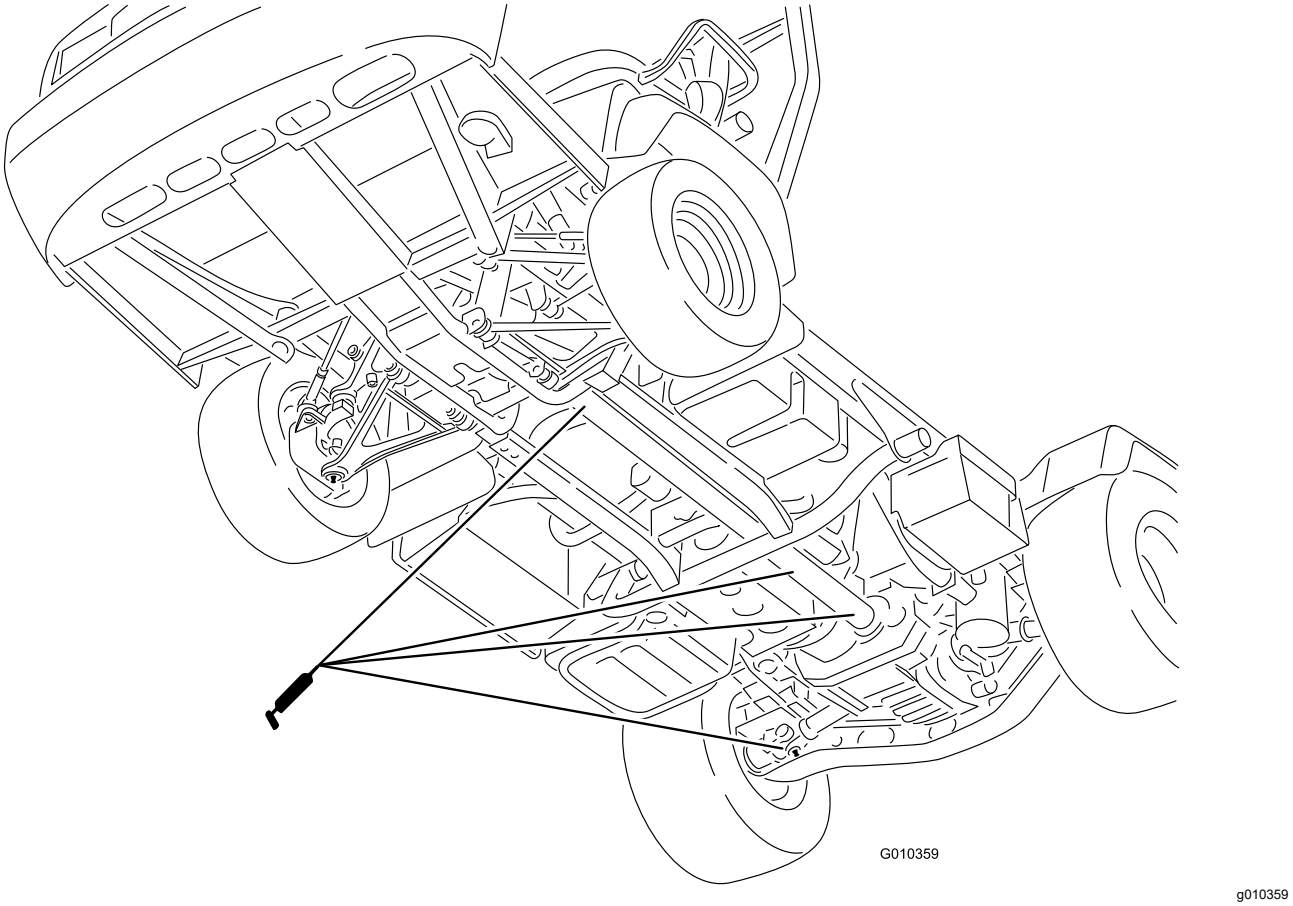

Figura 32
- **Articulación en U (18)**; consulte Figura 32
- **Eje de tracción a 4 ruedas (3)**; consulte Figura 32